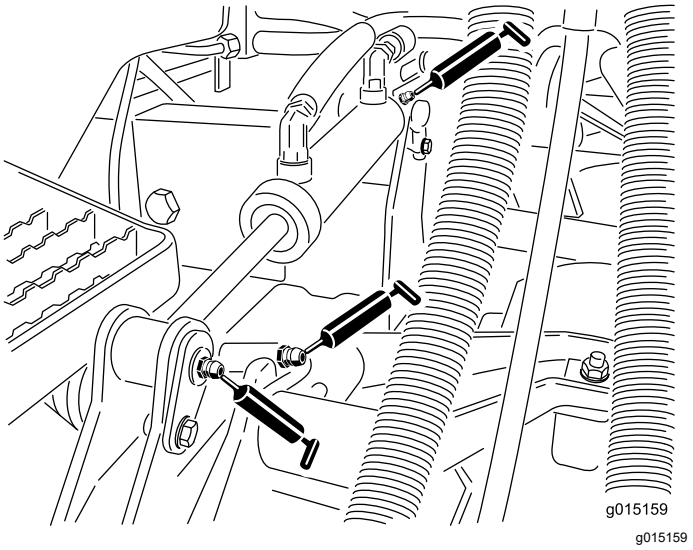

Figur 82
- Løftearmhylsene (én per klippeenhet) (Figur 82)
- Løftesylinderhylsene (to per klippeenhet) (Figur 82)